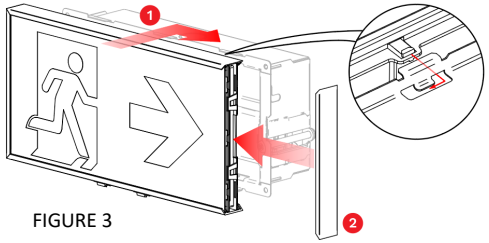

FIGURE 3
- Attach blade by inserting into the slots then sliding the blade across (Note: one of the side extrusions must be removed before attaching blade, see Figure 3)